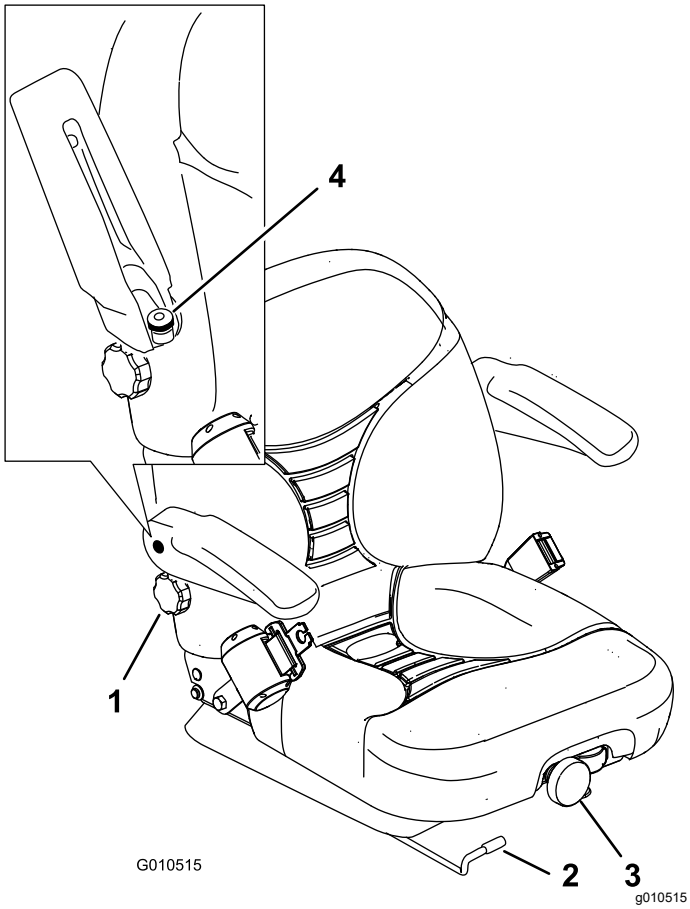

Figuur 33
1. Beweeg de instelhendel zijwaarts om de stoel te ontgrendelen (Figuur 33).
Om de stoel te verstellen, draait u de voorste knop in een van beide richtingen om de meest comfortabele positie te verkrijgen (Figuur 33).
Om de leuning van de stoel te verstellen, draait u de knop onder de rechterarmsteun in een van beide richtingen om de meest comfortabele positie te verkrijgen (Figuur 33).
Til de armsteun omhoog en draai de knop in een van beide richtingen om de meest comfortabele positie te verkrijgen (Figuur 33).